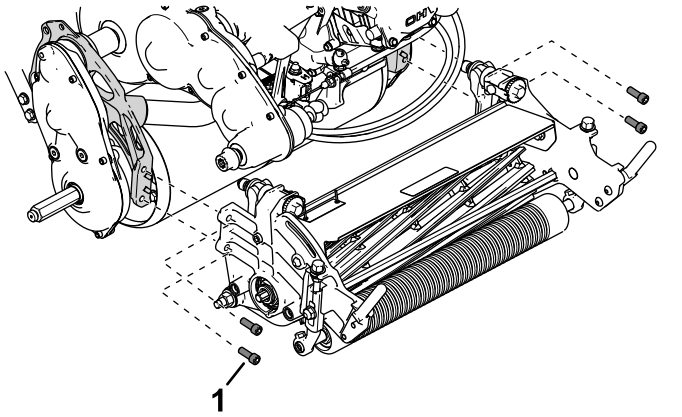

Figuur 50
4. Verwijder de inbusschroeven waarmee de maai-eenheid aan het frame is bevestigd (Figuur 50).